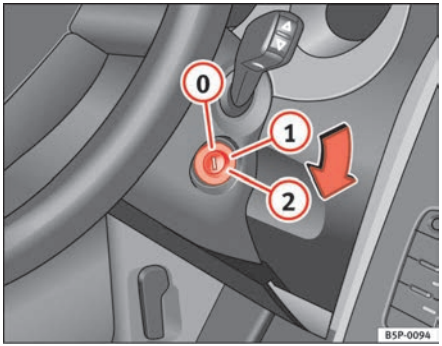

Fig. 136 Ignition key positions
In this position ⇒ fig. 136 the ignition and the engine are OFF and the steering may be locked.
– Turn the ignition key to position ⇒ page 167, fig. 136 (1). The indication lamp ⌀ will light for engine pre-heating.
– When the warning lamp turns off, turn the key to position (2) to start the engine. Do not press the accelerator.
– Turn the ignition key to position ⇒ page 167, fig. 136 (0).